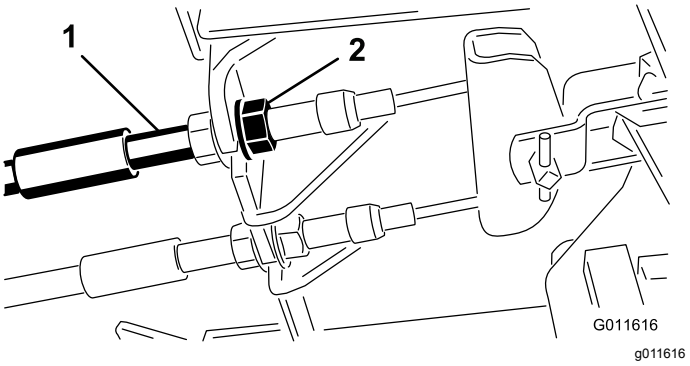

Figur 69
1. Hvis du vil redusere frigangen til bremsepedalene, strammer du bremsene ved å løsne den fremre mutteren på bremsekabelens gjengeende (Figur 69).